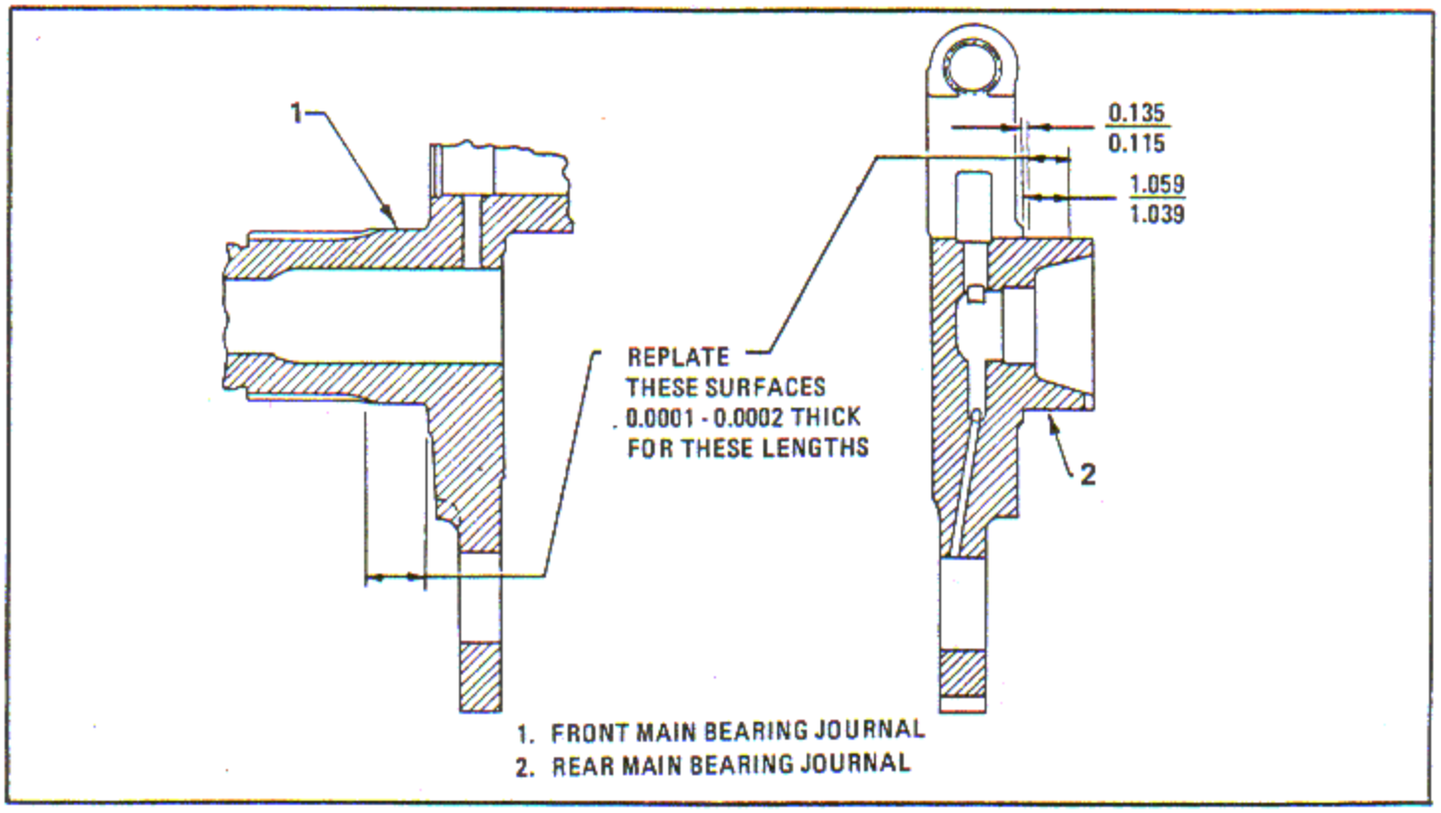

Figure 6-269. Chromium Plate Crankshaft Main Bearing Journals
a. Mask the front crankshaft all over except the front 3.7385 - 3.7393 inch OD main bearing journal as shown. See figure 6-269.